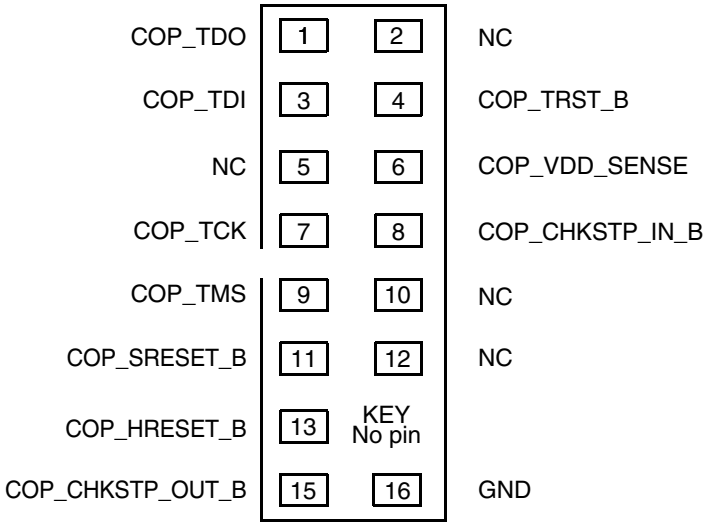
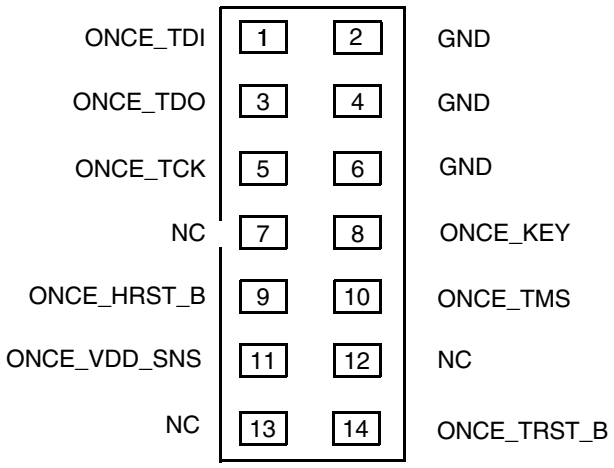

Figure 59. COP Connector Physical Pinout
Figure 60. ONCE Connector Physical Pinout
Correct operation of the JTAG interface requires configuration of a group of system control pins as demonstrated in Figure 59. Care must be taken to ensure that these pins are maintained at a valid deasserted state under normal operating conditions, because most have asynchronous behavior, and spurious assertion gives unpredictable results.
The COP function of the processor allow a remote computer system (typically, a PC with dedicated hardware and debugging software) to access and control the internal operations of the processor. The arrangement shown in Figure 59 and Figure 60 allows the COP/ONCE port to independently assert HRESET_B or TRST, while ensuring that the target can drive HRESET_B as well.
The COP interface has a standard header for connection to the target system. The 16-pin PA COP connector is shown in Figure 59.
The ONCE interface also has a standard header for connection to the target system. The 14-pin DSP ONCE connector is shown in Figure 60.
- TRST_B should be tied to HRESET_B through a 0 kΩ isolation resistor so that it is asserted when the system reset signal (HRESET_B) is asserted, ensuring that the JTAG scan chain is initialized during the power-on reset flow. NXP recommends that the COP header be designed into the system as shown in Figure 59. If this is not possible, the